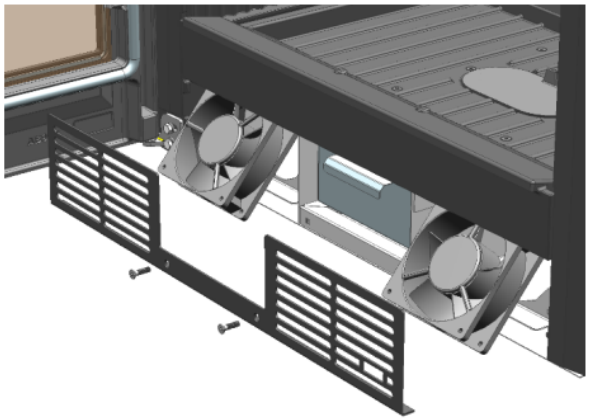

FIG. 7
3. Rimuoverle inclinando attraverso l'apertura frontale (Fig. 7).